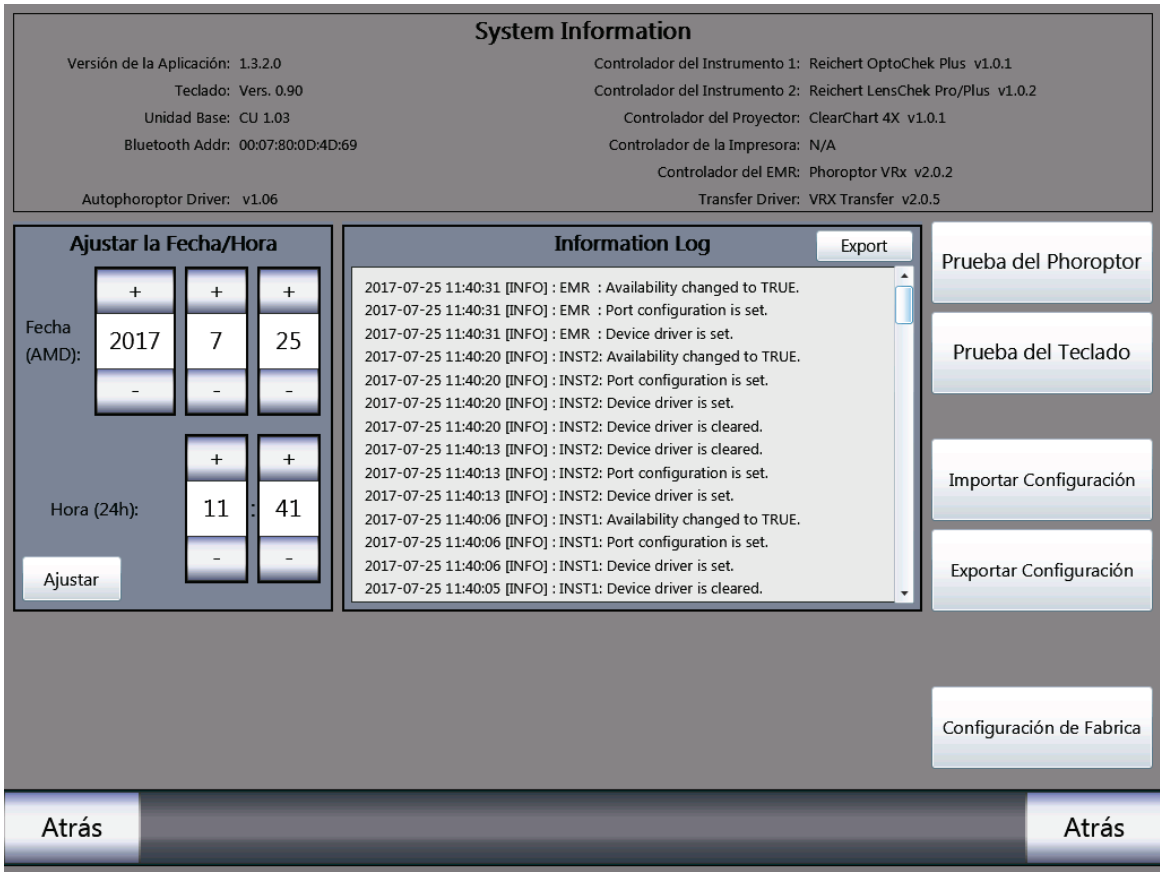

Figura IS-33, Menú de Servicio
En la sección Información de servicio se incluyen los siguientes datos: (Mire la Figura IS-33).
1. Toque **+** o **-** en el cuadro de diálogo Ajustar la fecha/hora para cambiar la fecha y la hora. (Mire la Figura IS-33).